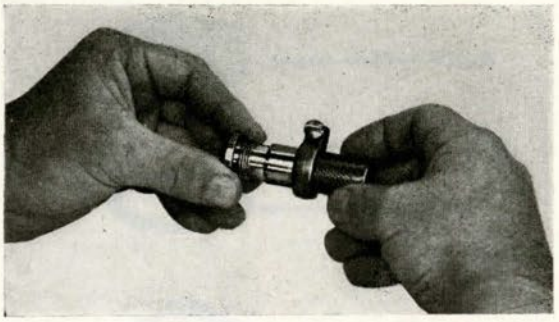

Figure 146
*7. Reseat bottom seat of valve plug and guide (Fig. 146). **(WE111)**